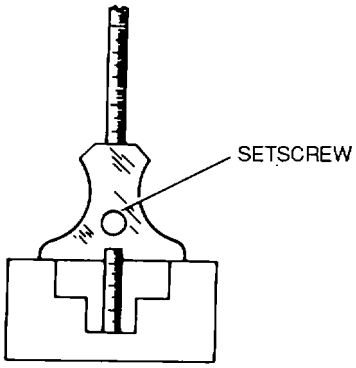

Figure 3-47. Rule Depth Gauge
(1) Rule depth gauge. The rule depth gauge, shown in figure 3-47, is a graduated rule with a sliding head designed to bridge a hole or slot, and hold the rule perpendicular to the surface from which the measurement is taken. This type has a measuring range from 0 to 5 inches. The sliding head has a clamping screw so that it may be clamped in any position. The sliding head is flat and perpendicular to the axis of the rule and ranges in size from 2 to 2 5/8 inches wide and from 1/8 to 1/4 inch thick.